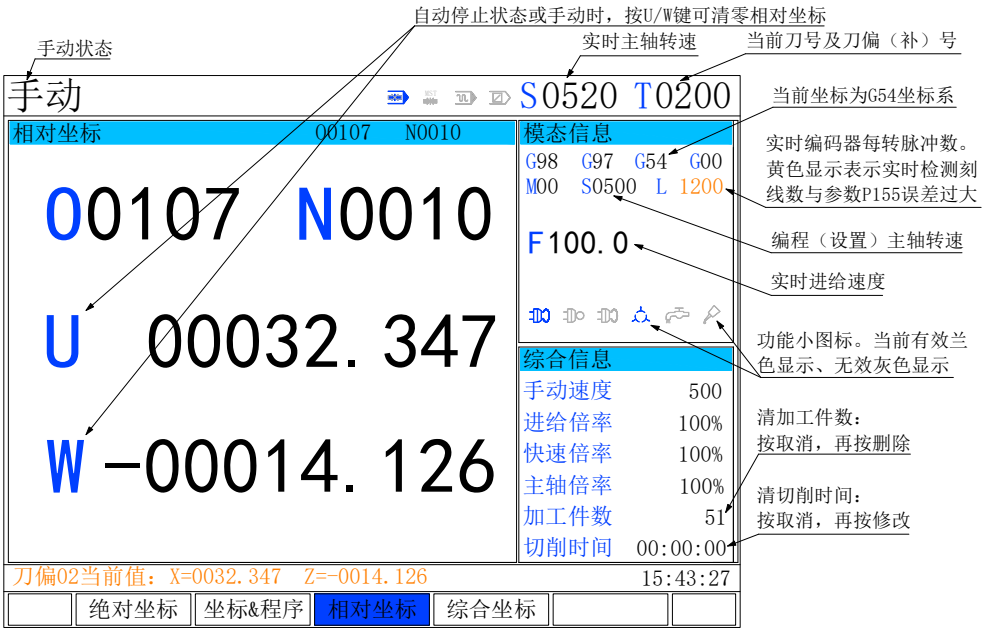

图 7.2-9
10、按地址键 I ，X 向刀具偏置值被设置到相应的偏置号中；按地址键 K，Z 向刀具偏置值被设置到相应的偏置号中，如图 7.2-9；(**注：如果按地址键 U 、 W ，会将当前 X、Z 轴的相对坐标值累加到当前偏置号的 X、Z 向刀具偏置值上，切记！切记!!!**)。